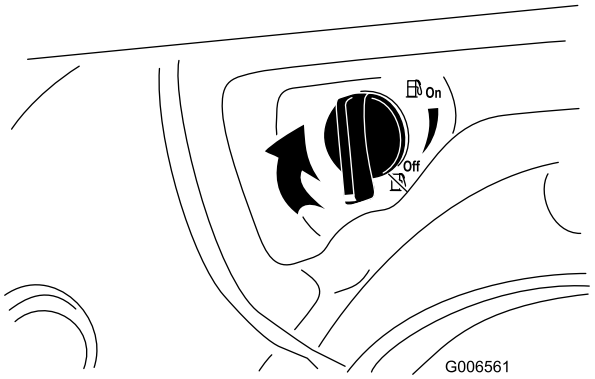

Bild 27
4. Schließen Sie den Kraftstoffhahn durch Drehen nach rechts (Bild 27).